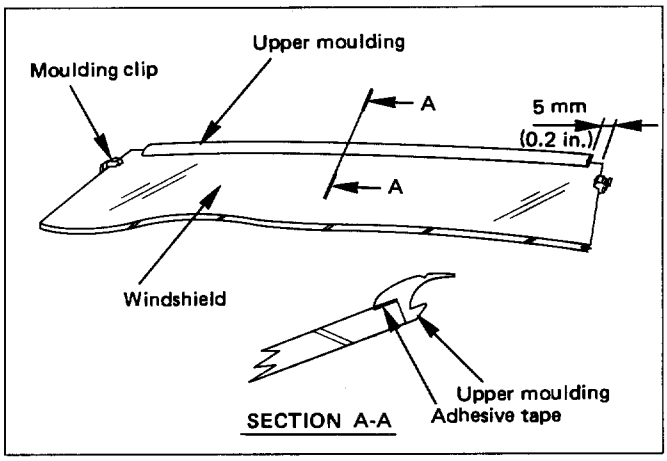

Fig. 10-260
6. **Windshield upper moulding (Fig. 10-260)**